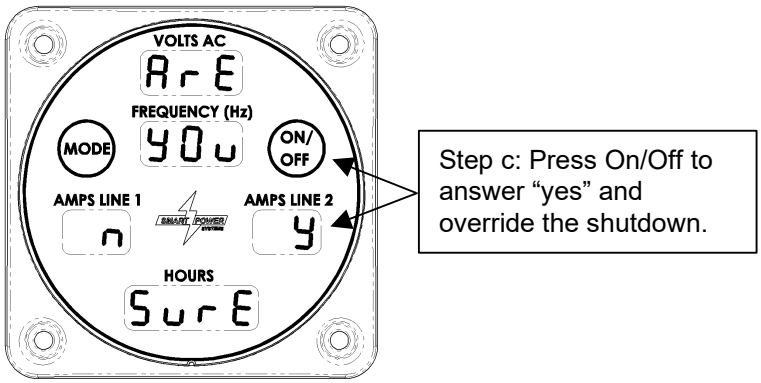

Figure 28 – Voltage Range Fault Override Confirmation
c. If your answer was “yes” in the previous step, the confirmation screen shown in Figure 28 will be displayed. Again, note the y and n labels below the Mode and On/Off switches. Press the On/Off switch to answer “yes” and override the shutdown. Press Mode to answer “no” and proceed to the oil temperature display.